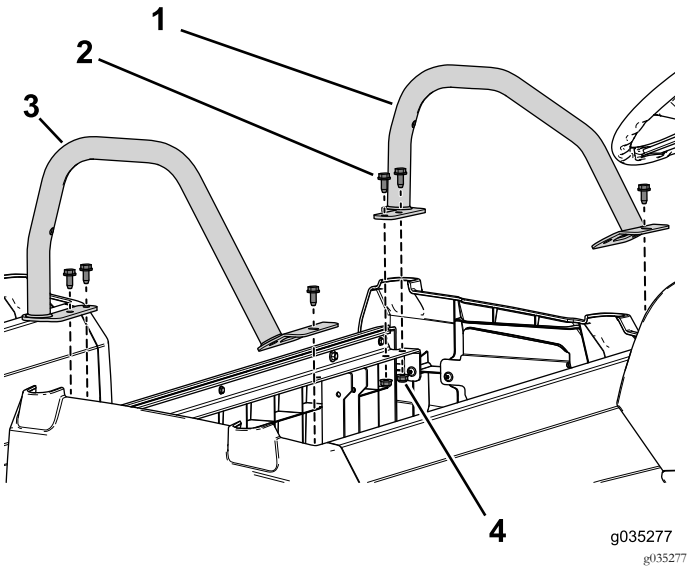

Bild 96
7. Befestigen Sie die linken und rechten Hüftgurte mit den sechs Bundbolzen (3/16" x ¾") und Bundmuttern am Sitzunterteil (Bild 96).